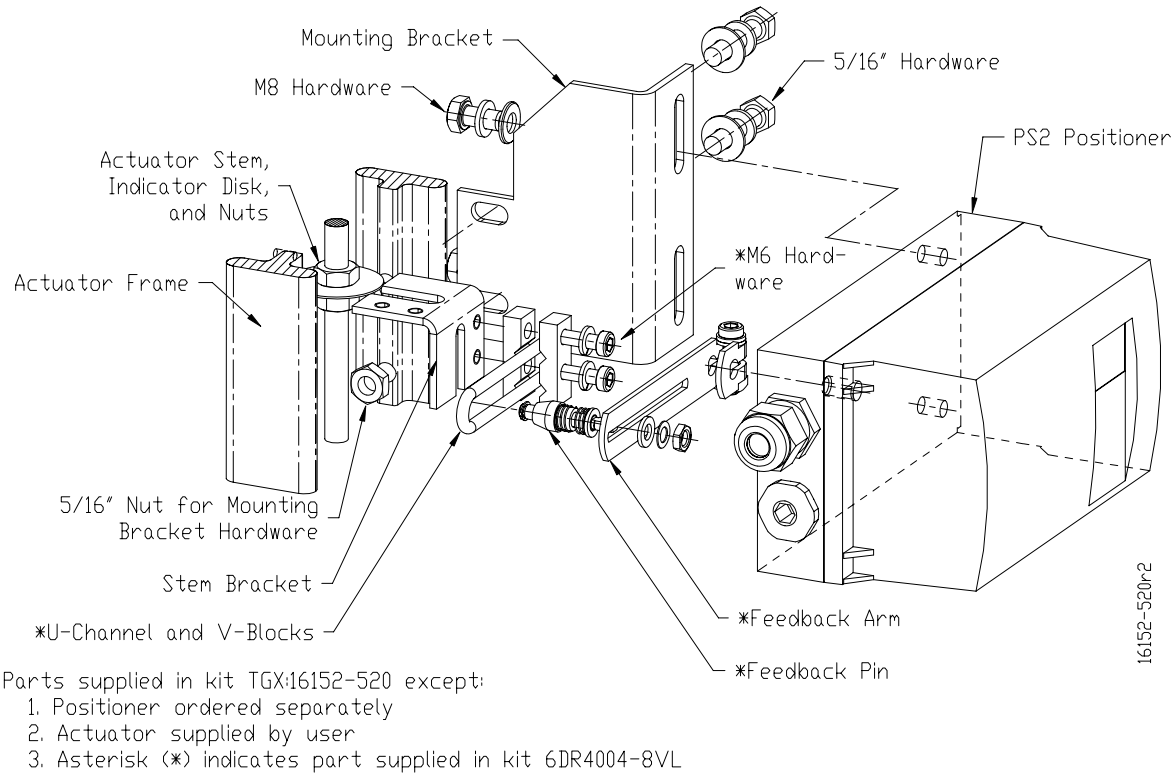
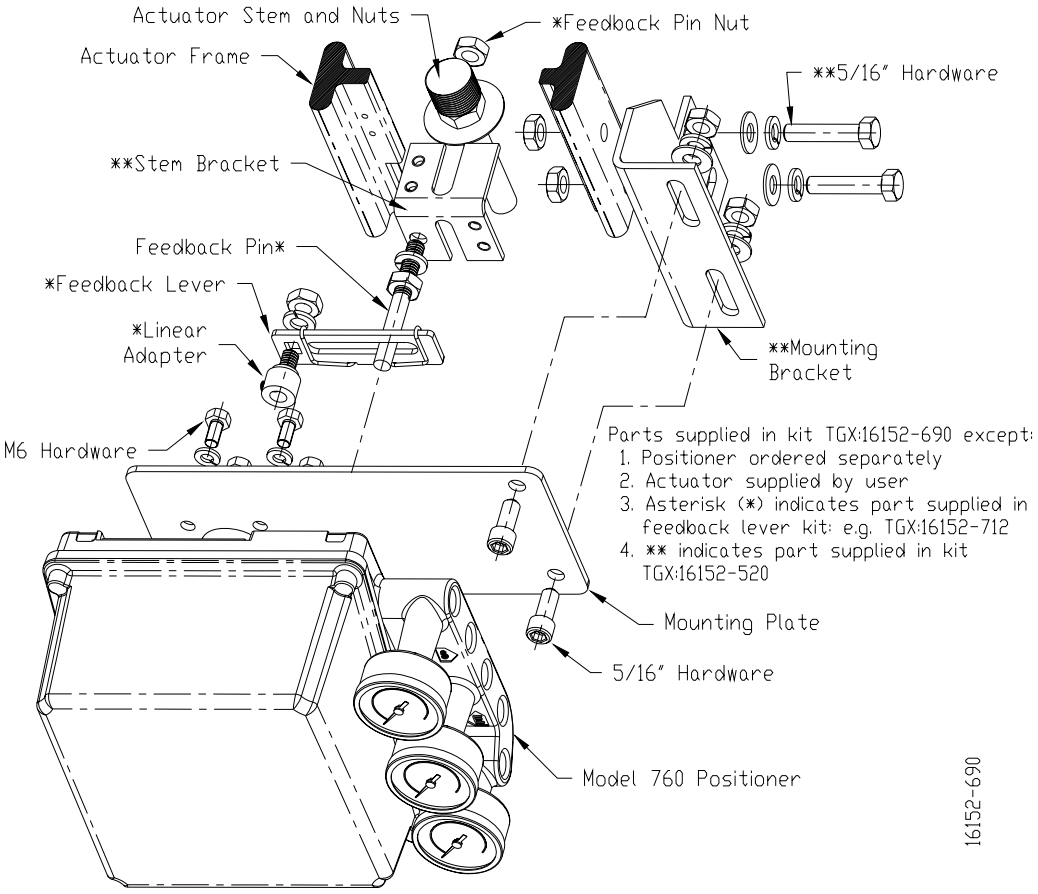

Figure 1 PS2 Installation
Figure 2 Model 760 Installation
This publication provides installation instructions to mount a Siemens SIPART® PS2 or ValvePAC™ 760 valve positioner to any of the above Baumann or Warren valve actuators and to install the mechanical feedback linkage. A typical PS2 installation is shown in Figure 1; a 760 installation appears in Figure 2.
1. Refer to Figure 1 (PS2) or Figure 2 (760) and loosen the lower actuator stem nut.
1) Using two M6 screws and lockwashers (kit 6DR4004-8VL), mount two V-blocks and the U-channel to the stem bracket. Assemble as shown in Figure 1.
1) Thread a nut onto the feedback pin (kit TGX:16152-712). Place a split lockwasher on the pin and insert the pin into the stem bracket as shown in Figure 2. Thread a second nut onto the pin and tighten the nut.
1) Refer to Figure 1 and fasten the PS2 to the mounting bracket using two M8 screws, flat washers and split lockwashers (kit TGX:16152-520). While attaching the positioner, guide the feedback pin into the U-channel. When the hardware is tightened, the pin's spring should be compressed approximately 3/16" to 1/4" (4.5mm to 6.5mm).
1) Refer to Figure 2 and, using four M6 screws and lockwashers (kit TGX:16152-690), fasten the mounting plate to the 760.
3) Refer to Figure 2 and place the positioner against the mounting bracket and actuator.